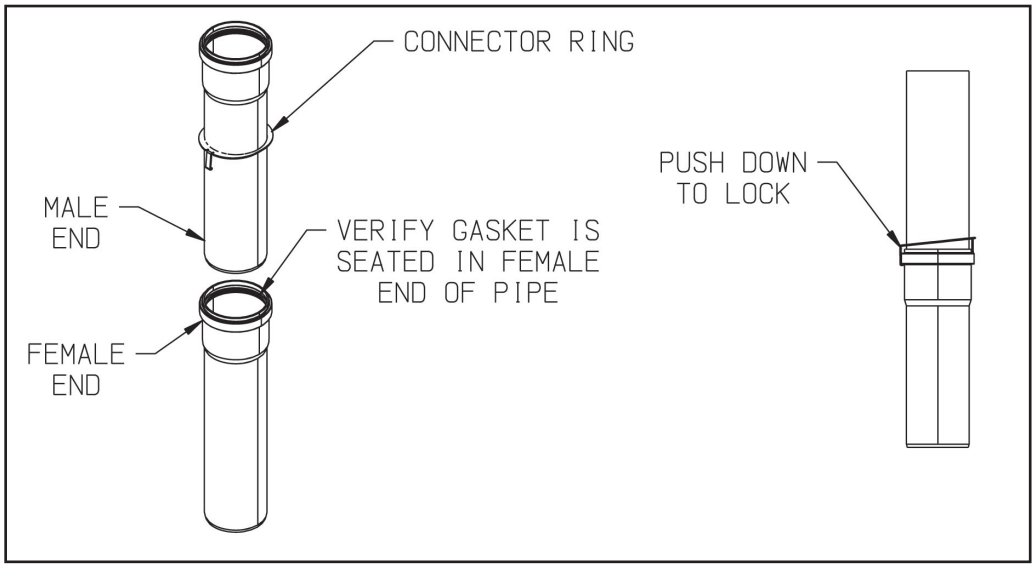

Figure 7.44: InnoFlue Connector Ring Installation
c. For each joint, verify that the gasket is evenly seated in the bell (female) end of the pipe. Lubricate this gasket with Centrocerin # IACE50. Slide a connector ring over the male end of the pipe to be joined as shown in Figure 7.44. Push the male end of the next section of pipe into the bell until it bottoms out, then back out 1/4” to provide room for thermal expansion. Push hook on connecting ring over the bell end of the first section of pipe as shown in Figure 7.44.